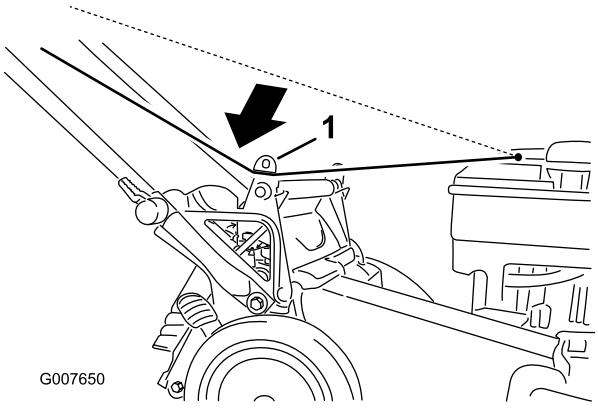

Figuur 19
1. Laat het startkoord rond de onderste koordgeleider lopen (Figuur 19).